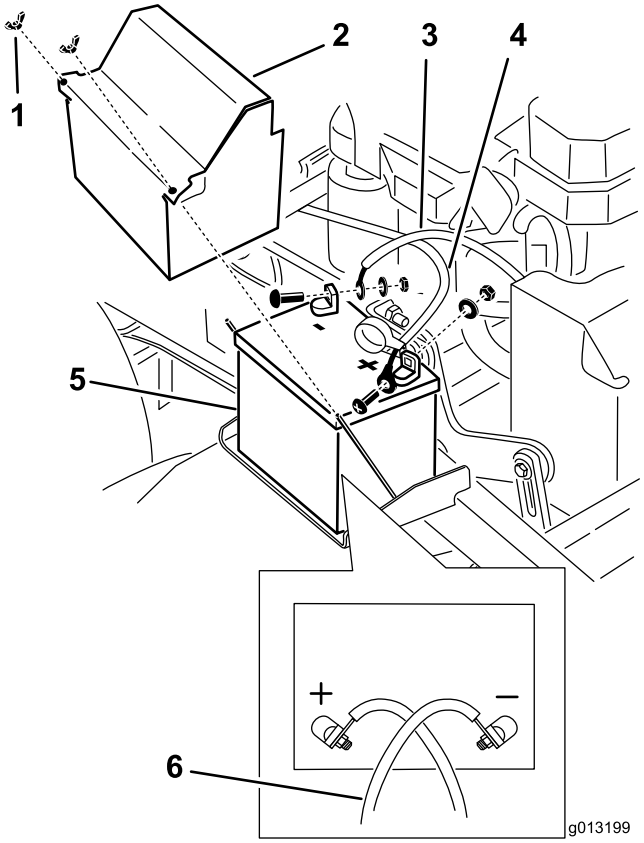

Figur 53
3. Tag først batteriets minuskabel af minuspolen (–) (Figur 53).
4. Skub den røde klemme af batteriets (røde) pluspol. Afmonter derefter batteriets (røde) pluskabel (Figur 53).
5. Fjern batteriets holdeplade (Figur 53), og tag batteriet ud.
1. Sæt batteriet tilbage på maskinen (Figur 53).
3. Tilslut først batteriets (røde) pluskabel til pluspolen (+) med en møtrik, spændeskive og bolt (Figur 53). Skyd gummikappen hen over polen.
4. Tilslut derefter batteriets minuskabel og jordledningen til minuspolen (–) med en møtrik, spændeskive og bolt (Figur 53).
Bemærk: Når batterikablerne krydser over hinanden, er de korrekt monteret (Figur 53).